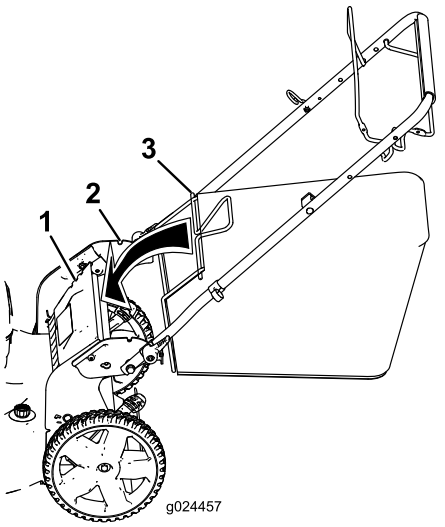

Figur 15
1. Løft den bageste deflektor, og hold den oppe (Figur 15).
2. Monter græsposen, og sørg for, at tapperne på posen sidder i hakkerne på håndtaget (Figur 15).